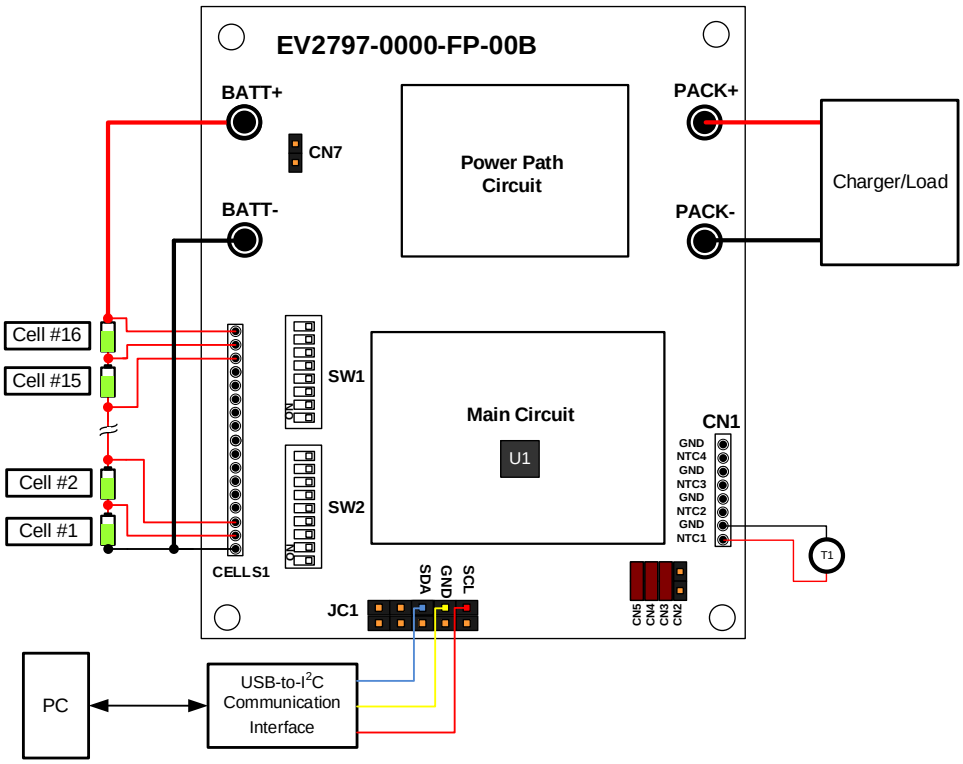
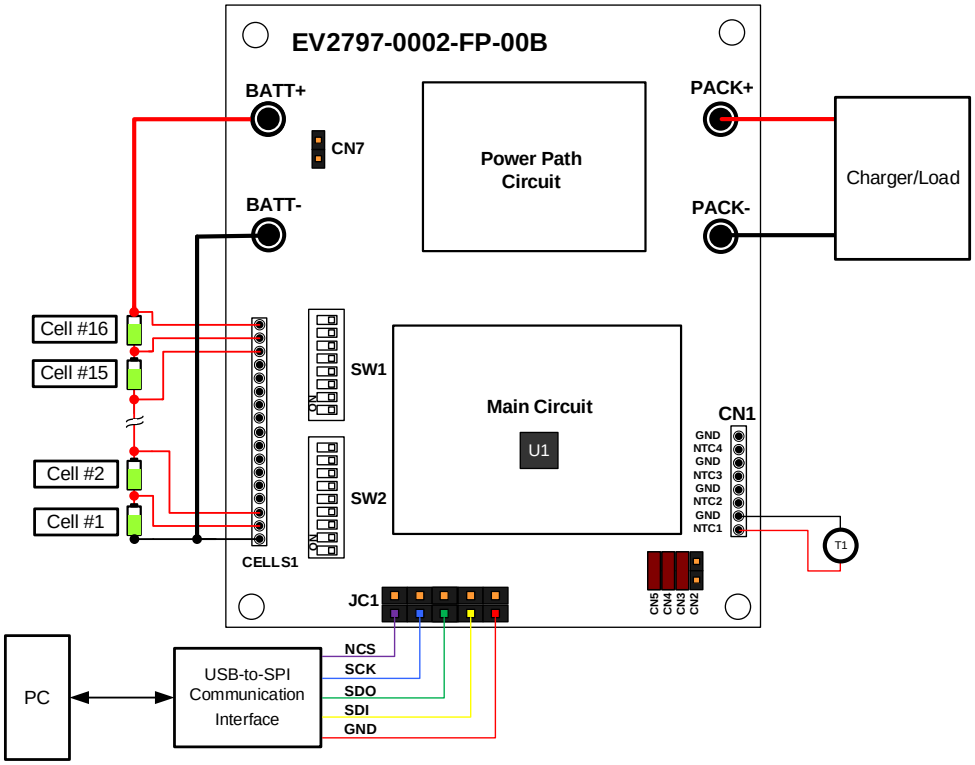

Figure 9: EV2797-0000-FP-00B Wire Connection
Figure 10: EV2797-0002-FP-00B Wire Connection
8. If using the EV2797-0000-FP-00B, connect SDA, SCL, and GND to the USB-to-I^2C communication interface (see Figure 9 on page 10). If using the EV2797-0002-FP-00B, connect NCS, SCK, SDO, SDI, and GND to the USB-to-SPI communication interface (see Figure 10 on page 10).